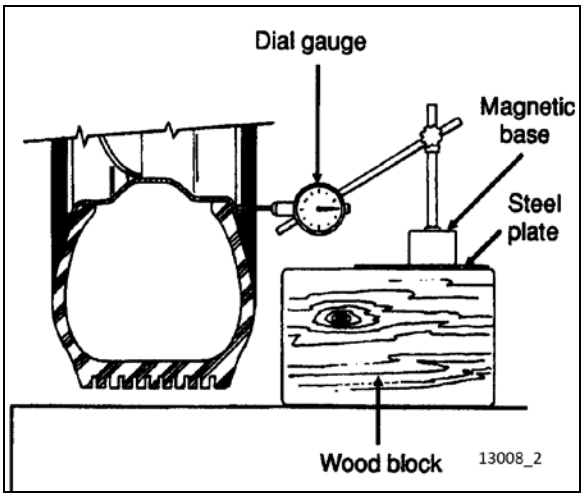

**FIGURE 4: DIAL GAUGE INSTALLATION**
2. Check wheel lateral run-out. Install a dial gauge as shown in figure 4, then rotate the wheel by hand one full turn. As the wheel turns, note any variation on the dial gauge;